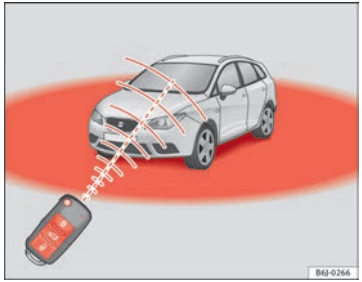

Fig. 47 Range of the radio frequency remote control
Also, the battery indicator on the key ⇒ Fig. 47, will flash.
- The radio frequency remote control key functions only when you are within range ⇒ Fig. 47.